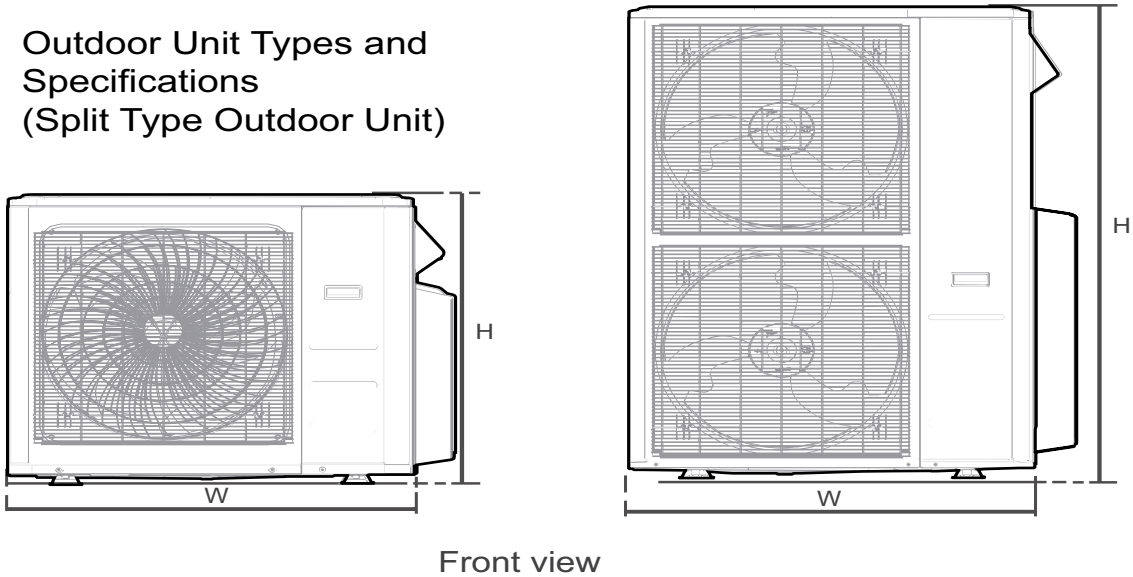

Fig. 11 — Anchor the Outdoor unit
- The outdoor unit can be anchored to the ground or to a wall-mounted bracket with bolt (M10). Prepare the installation base of the unit according to Figure 11.